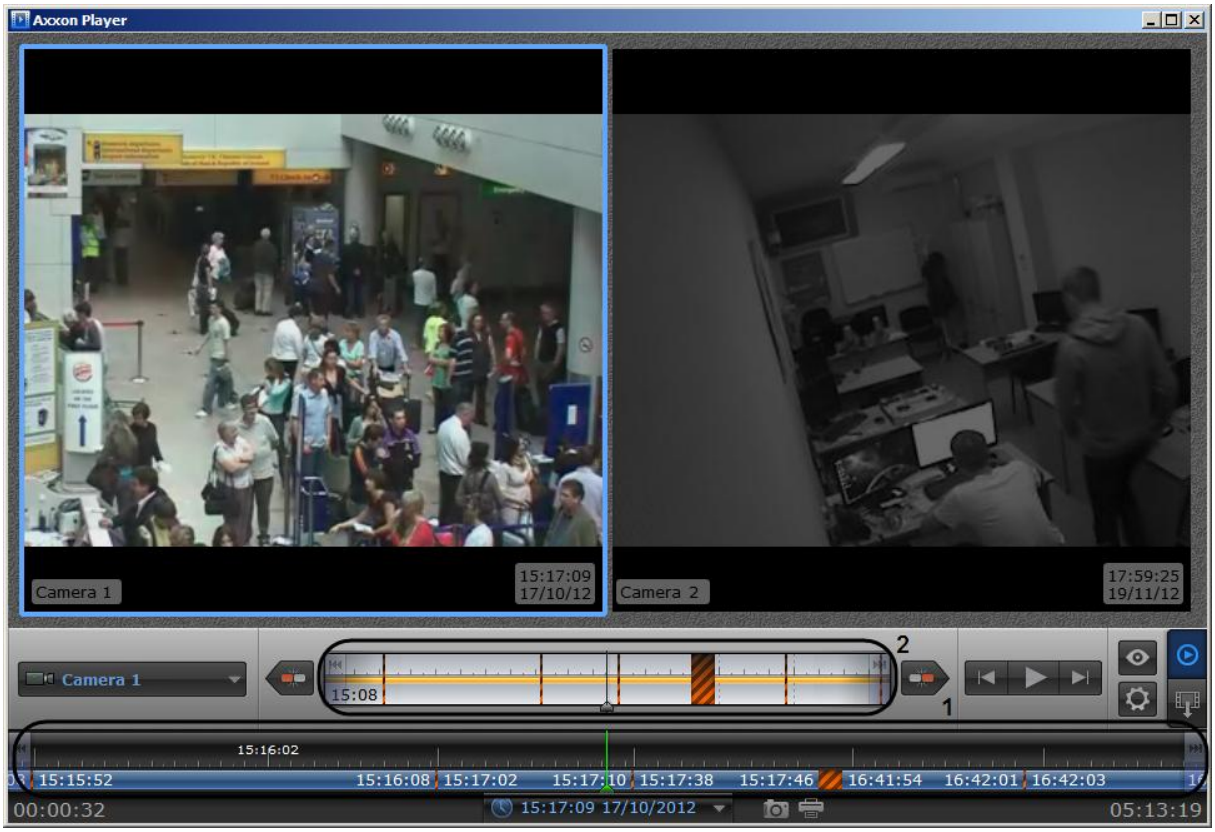

Figure 12.17-14 Main and additional time scales
1. Main time scale (Figure 12.17-14, 1). This scale displays tracks from all cameras selected to view.
2. Additional time scale (Figure 12.17-14, 2). This scale displays tracks from the active camera.